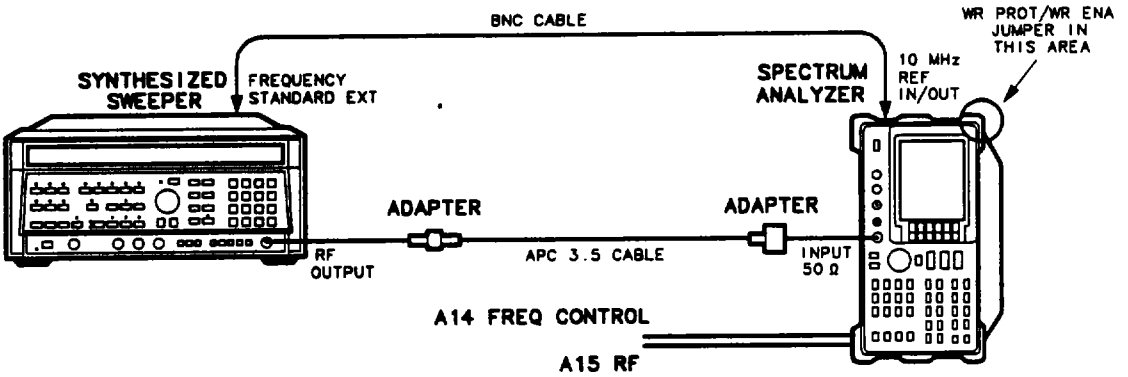

Figure 2-11. YTF Adjustment Setup
1. Set the HP 8562A (LINE) switch OFF and disconnect the line cord. Remove the analyzer's cover and connect the line cord. Connect the equipment as illustrated in Figure 2-11. Set the (LINE) switch ON.